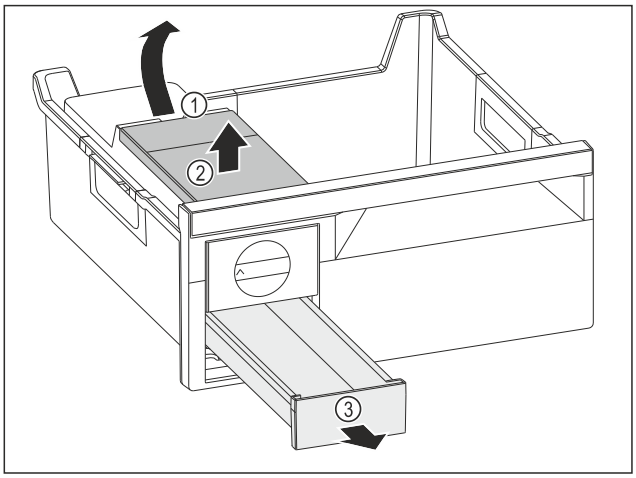

Fig. 144
▶ Vesisäiliön poistaminen: Nosta vesisäiliötä syvennyksestä *Fig. 144 (1)*.
▶ Ota vesisäiliö *Fig. 144 (2)* ylöspäin pois.
▶ Ota jääkuutiolokero *Fig. 144 (3)* eteenpäin pois.